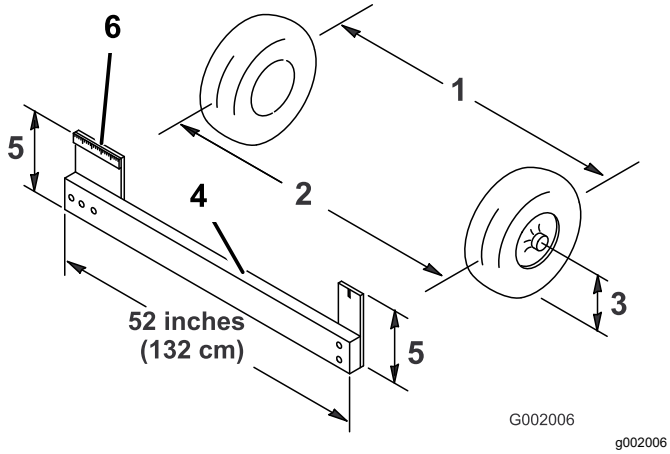

Figur 51
4. Mål afstanden mellem begge fordækkene ved akselhøjden på både forsiden og bagsiden af fordækkene (Figur 51).
Bemærk: Der skal bruges en opspændingsanordning eller en justeringsmåler til målingen bag på fordækkene ved akselhøjde. Brug den samme opspændingsanordning eller justeringsmåler til at foretage en præcis måling foran på fordækkene ved akselhøjde (Figur 51).